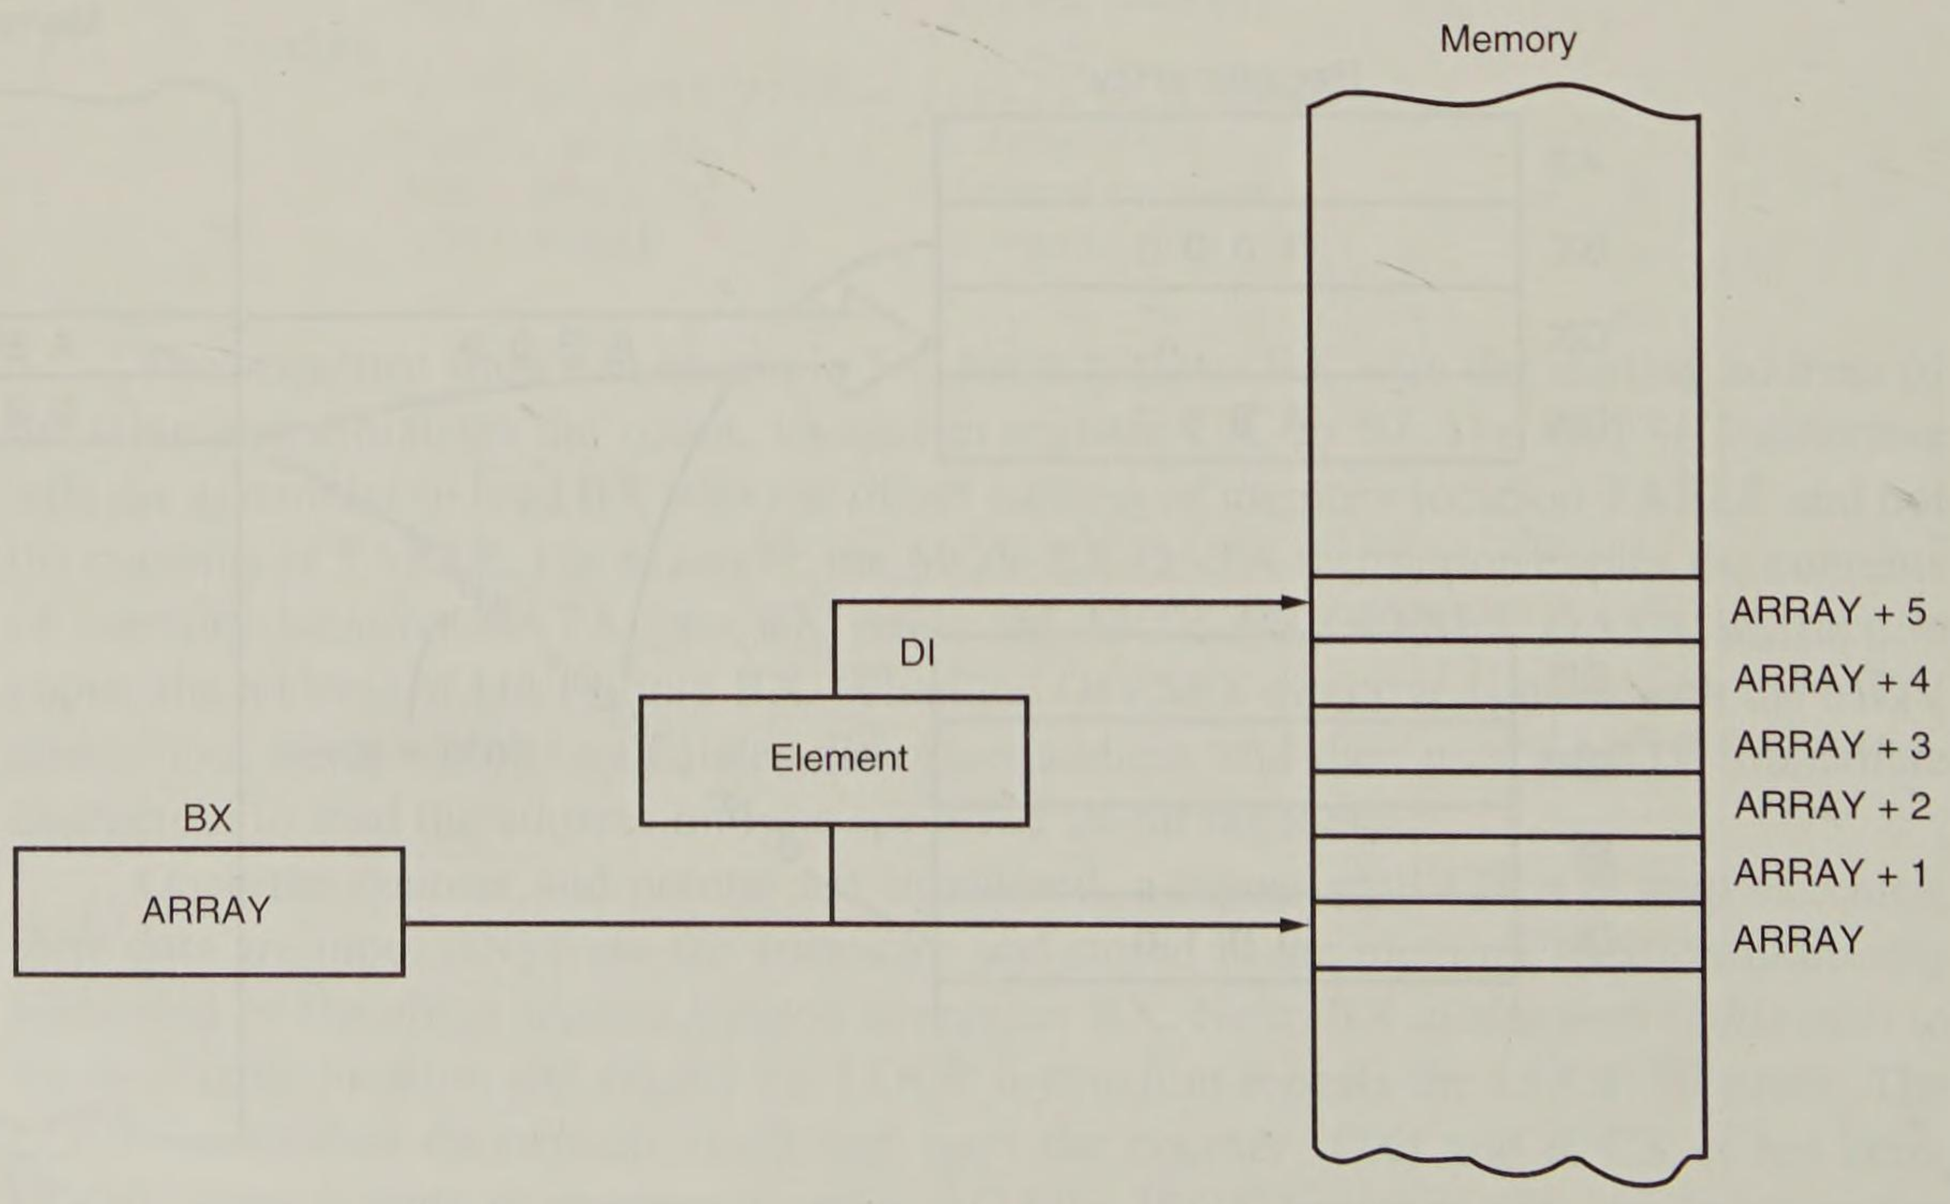

**FIGURE 3–9** An example showing base-plus-index addressing. Here an element (DI) of an array of data (BX) is accessed.
*Locating Array Data Using Base-Plus-Index Addressing.* A major use of the base-plus-index addressing mode is to address elements in a memory array. Suppose we must address the elements in an array located in the data segment at memory location ARRAY. To accomplish this, we load the BX register (base) with the beginning address of the array and the DI register (index) with the element number to be accessed. Figure 3–9 shows the use of BX and DI to access an element in an array of data.